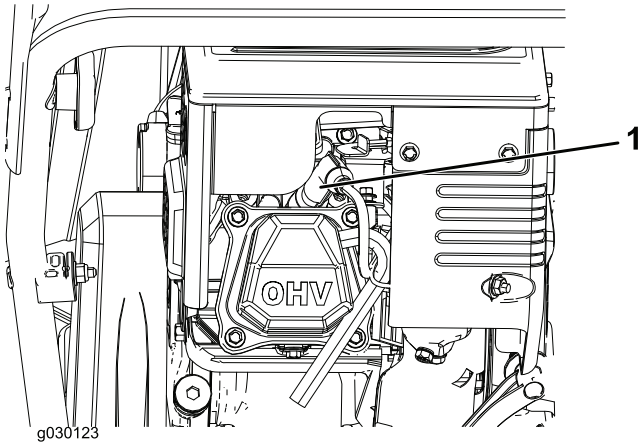

Figura23
1. Scoatei carcasa (Figura23).